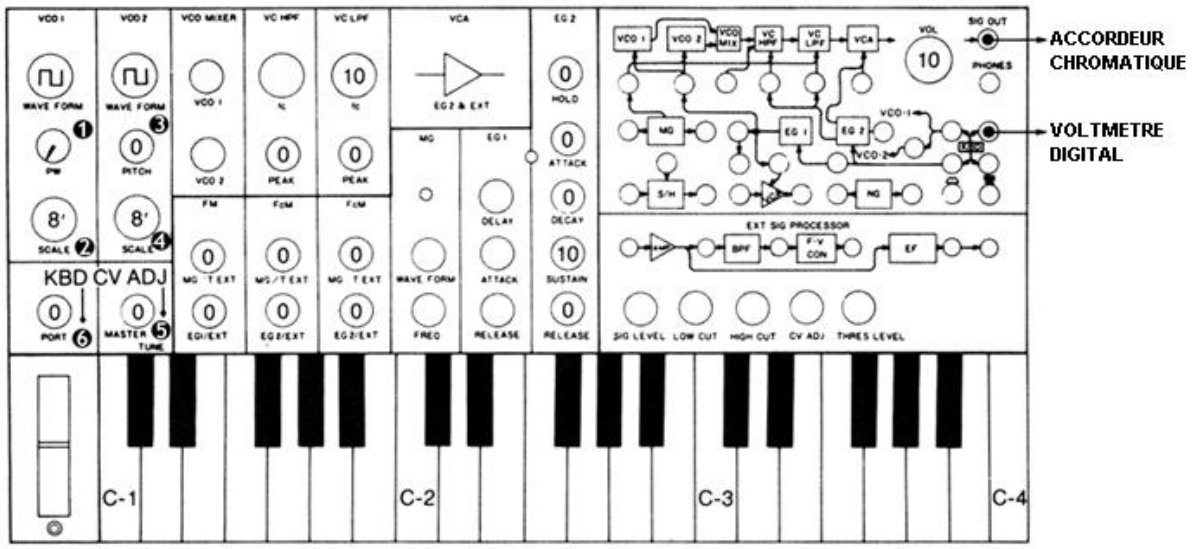

Fig. 1
(1) (2) (3) (4) (5) (6) sont des résistances semi-variables. Elles se situent derrière la panneau avant et sont accessibles en retirant la petite gommette noire qui obstrue l'entrée. Munissez-vous d'un petit tournevis afin de pouvoir ajuster les *trimpots*.
- VCO1 : Pour ajuster la hauteur de l'oscillateur 1, réglez le synthétiseur comme indiqué sur la figure 1. (squale 8' – onde rectangle – master tune 0 – pitch 0 – potentiomètres à 0 etc.)